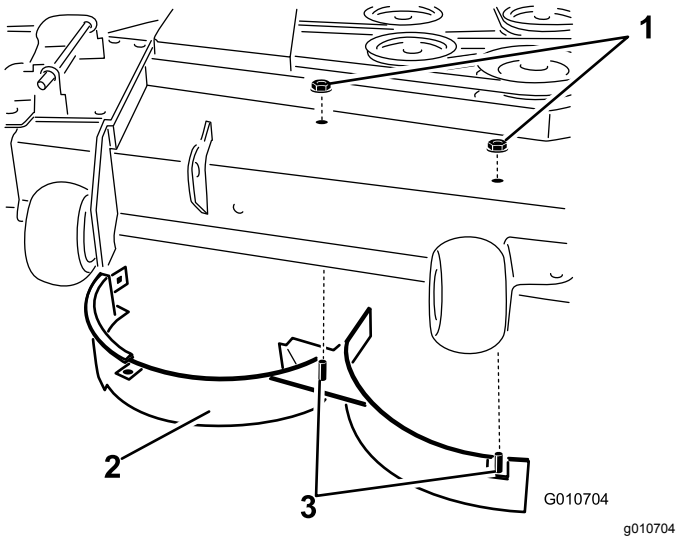

Rysunek 18
11. Odkręć 2 nakrętki zabezpieczające (5/16 cala) znajdujące się na środkowej i prawej pozycji na kołkach prawej przegrody u góry podwozia kosiarki (Rysunek 18).
12. Wykręć śrubę zamkową z nakrętką zabezpieczającą mocującą prawą przegrodę do góry podwozia tnącego i odłącz prawą przegrodę od podwozia kosiarki (Rysunek 18).